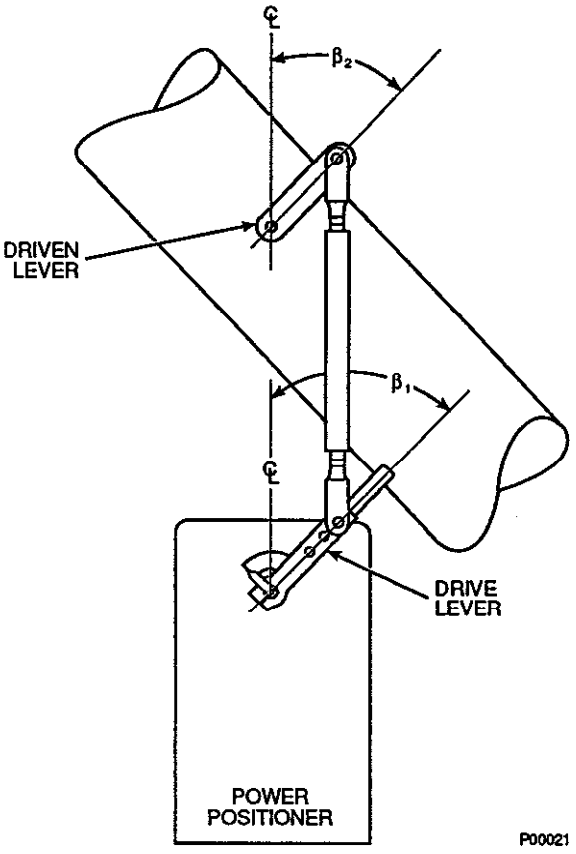

Figure 4-4. Linear Linkage Calibration
1. Measure angle β_1 from vertical centerline, to power positioner's drive lever centerline (Figure 4-4). This is power positioner's offset.